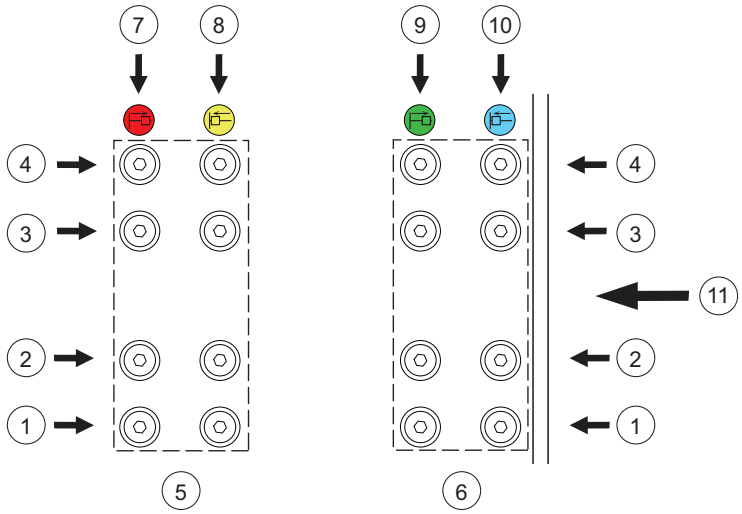

Figure 13 Hydraulic Hose Connections at HSC
* Refer to Figure 13 for connection locations.